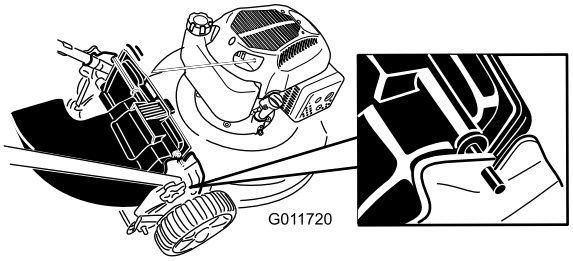

Figur 22
4. Før stangen på deflektoren til bagudkast ind i rillerne på maskinen (Figur 22).